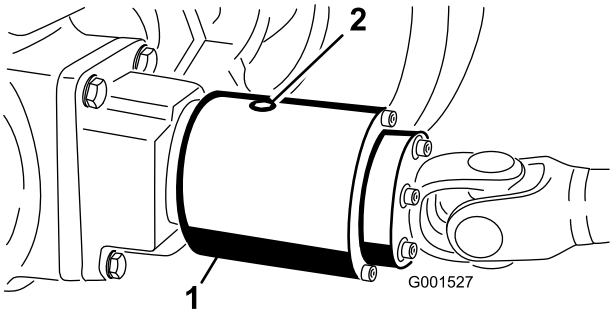

Figur 28
2. Drei clutchen (Figur 28) slik at kontrollpluggen (som står på klokken 12) stilles til klokken 4.